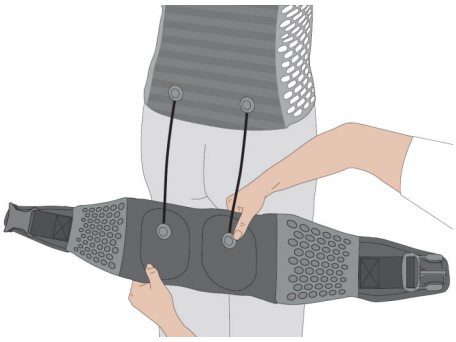

Fig. 49: Connecting the i-body® belt
21. Connect both electrodes of the i-body® belt to the i-body® (Fig. 49) with the i-body® cable.